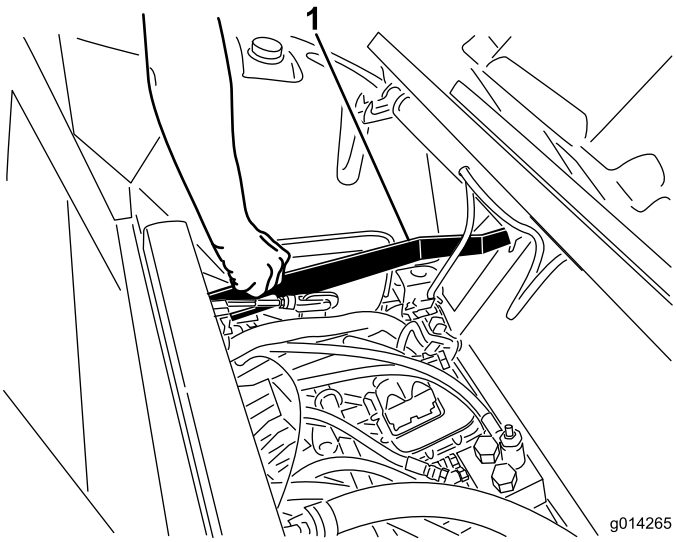

Figura 13
1. Tirate verso l'alto la barra di rilascio del chiavistello del sedile e abbassate il sedile fino alla posizione di bloccaggio (Figura 13).